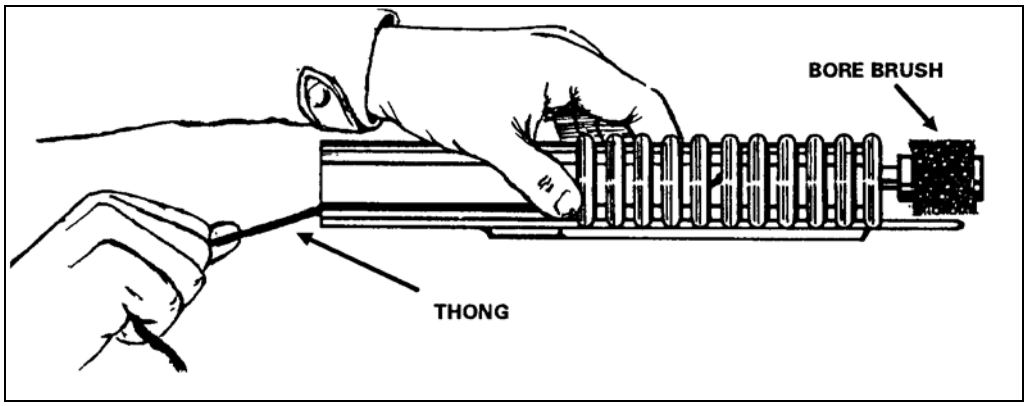

Figure 3-21. Cleaning the barrel with thong and bore brush.
a. **Bore**. Attach a clean, dry rag to the thong and thoroughly moisten the rag with CLP. Pull the rag through the bore several times. Attach the bore brush to the thong, pull it through the bore several times, and follow this with more rags moistened with CLP (Figure 3-21). Pull dry rags through the bore, and inspect each rag as it is removed. The bore is clean when a dry rag comes out clean. Finally, pull a rag lightly moistened with CLP through the bore to leave a light coat of lubricant inside the barrel.